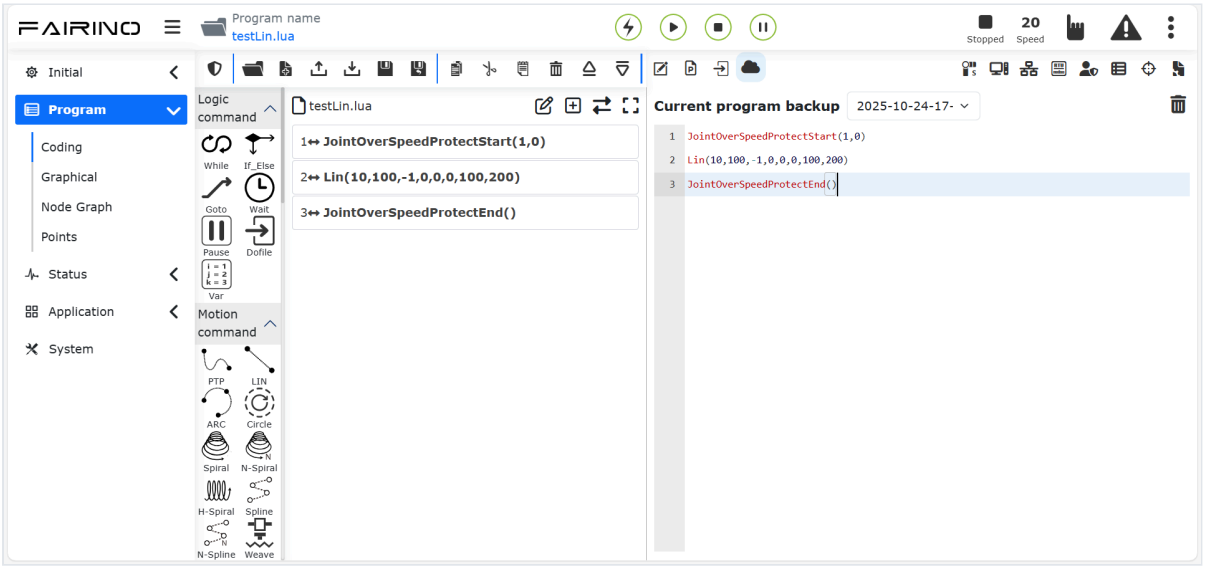

Rys. 27. Kopia programu tylko do odczytu: po prawej lista dat kopii, pod nią treść wybranej kopii, w rogu kosz (dokumentacja FAIRINO, panel po angielsku).
Przy każdym zapisie zmienionego programu panel zapamiętuje jego wcześniejszą treść jako kopię. Kopie są przechowywane przez rok. Kopię można tylko obejrzeć albo usunąć (kosz w prawym górnym rogu, rys. 27) — nie da się jej edytować.
2. Wybierz kopię z listy dat. Jej treść pojawi się w oknie po prawej (rys. 27).